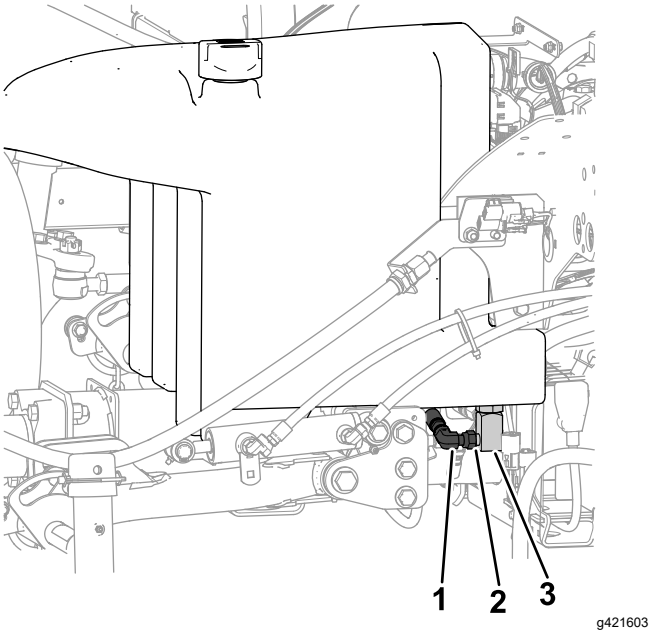

Figuur 118
2. Plaats een grote opvangbak onder het verdeelstuk (Figuur 118) aan de onderkant van de hydraulische tank, zie Inhoud van hydraulisch systeem (bladz. 80).